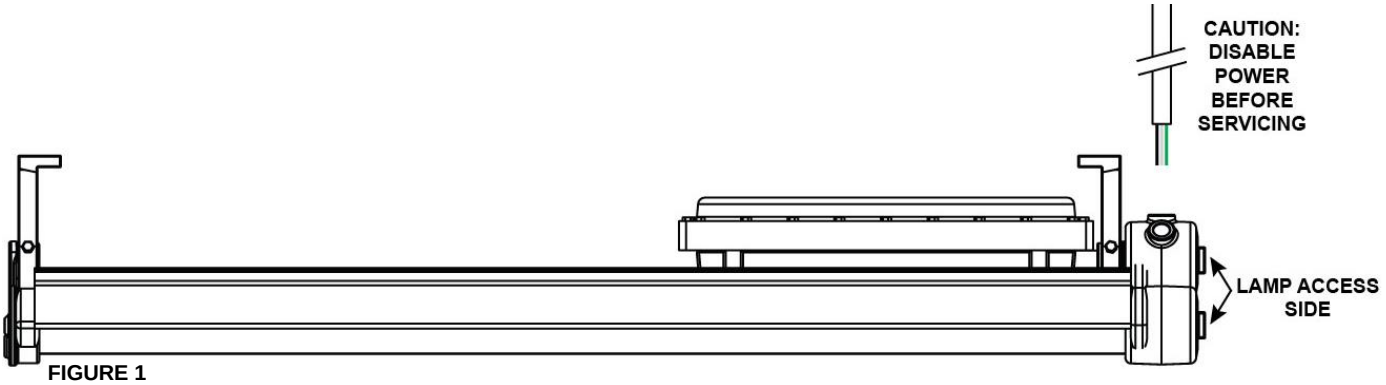

FIGURE 1
1. Disconnect power to the fixture prior to servicing. **FIGURE 1**